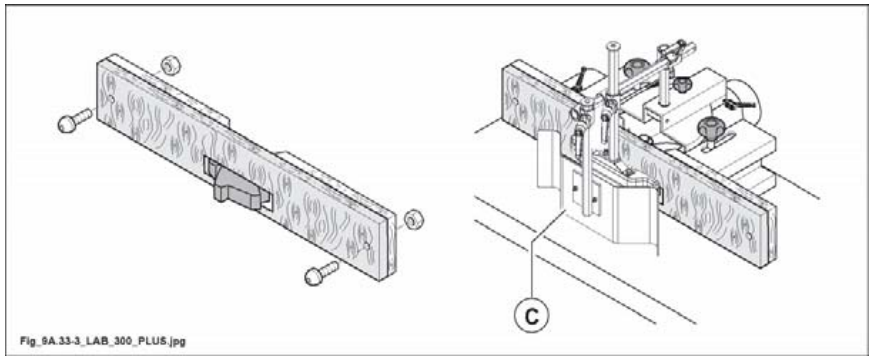

Abb. 9.33-3
Wenn Arbeiten wiederholt durchgeführt werden oder bei besonderen Ausführungen, wird empfohlen, eine Gegenführung herzustellen, die auf der Fräsenhaube befestigt und in Übereinstimmungen mit dem Werkzeug geöffnet wird. Die Gegenführung mit 2 Linsenschrauben und 2 Muttern M8 an den beiden Auflageflächen befestigen (Abb. 9.33-3).
- **druckschuh (C Abb. 9.33-3) so positionieren um den Bediener gegen eventuelles Auswerfen von Splittern oder Werkzeugteilen zu schützen.**